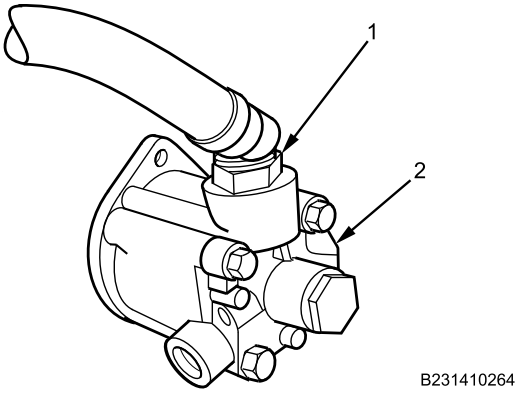

Figure 6. Power Steering Pump Inlet Hose.
1. Install power steering pump inlet hose (Figure 6, Item 1) on power steering pump (Figure 6, Item 2) in orientation noted during disassembly. Tighten securely.